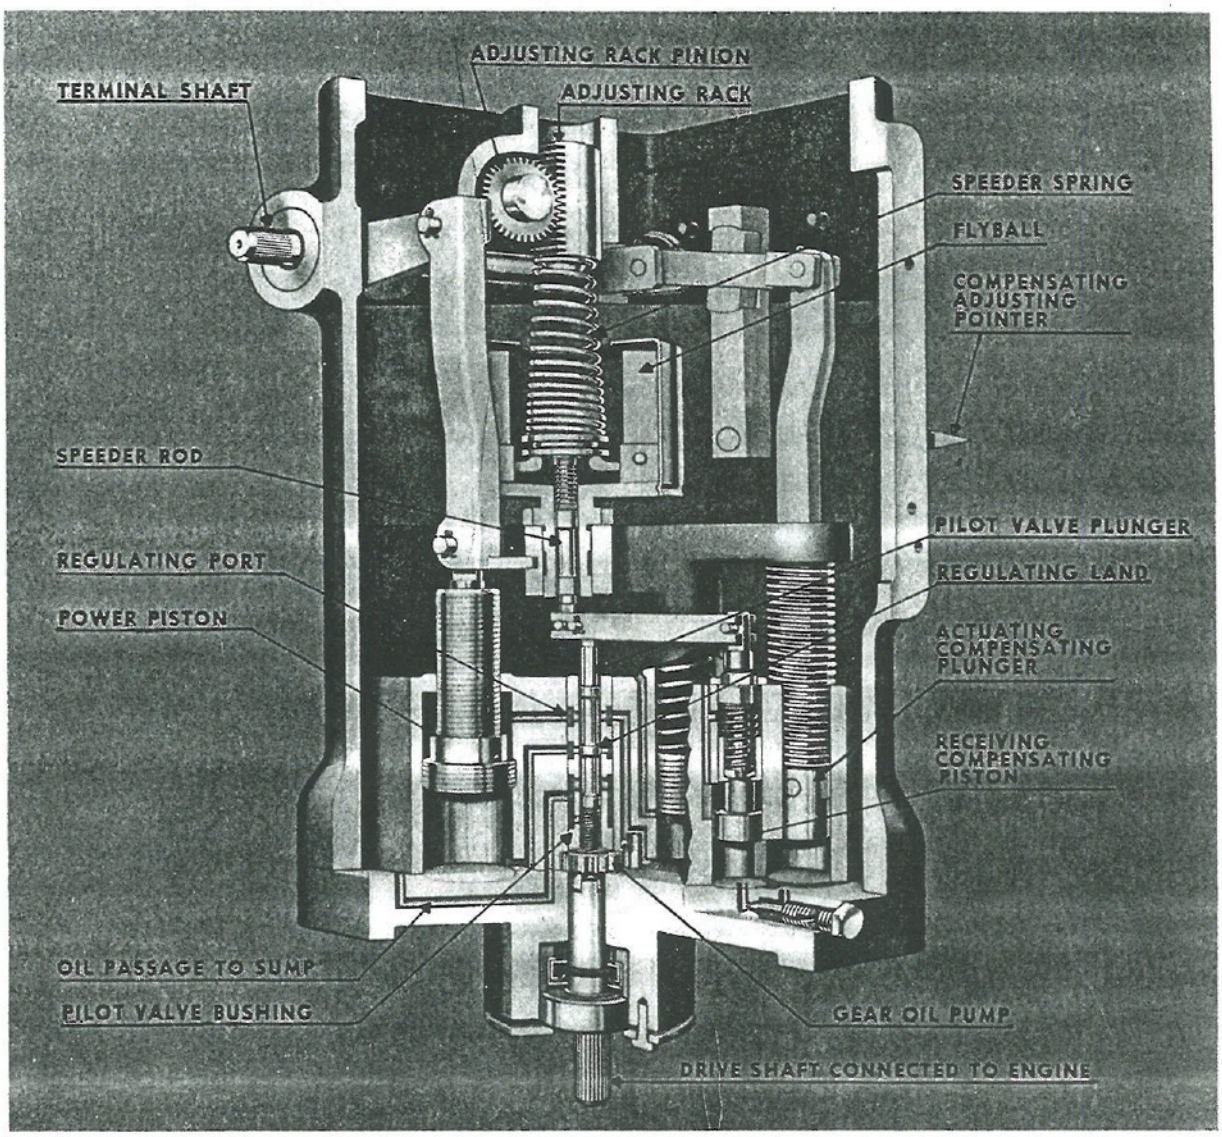

Fig. 45. Governor, Hydraulic, Operation at Normal Speed
56. THE HYDRAULIC GOVERNOR. The hydraulic governor is shown cut away in Fig. 45. As shown, the governor is equipped with a set of flyballs and springs, similar in principle to the mechanical governor explained in par. 54. In addition, it also contains four plungers which are operated by oil pressure. The governor contains its own gear type oil pump,
(1) The shaft of the adjusting rack pinion is connected to the shaft from the gear box as shown in Fig. 45. The ends of both shafts are ridged and connected by a ridged sleeve. The operator sets the throttle lever at the desired speed and the gears in this gear box rotate the adjusting rack pinion in the proper direction. The pinion, geared into the adjusting rack, then moves this unit either up or down, decreasing or increasing the tension of the speeder spring.
(2) The ridged terminal shaft extending from the side of the governor is connected to the control linkage moving the fuel control shaft which determines the injection settings of the fuel injection pumps.
(3) The ridged drive shaft at the bottom of
57. OPERATION OF THE GOVERNOR. a. In Fig. 45 the governor is shown when the engine is running at normal speed under steady load. The flyballs, speeder rod, pilot valve plunger, and receiving compensating piston are in normal positions. Notice that the regulating port in the pilot valve bushing is covered by the land, or flange, on the pilot valve plunger. The oil pump is always in operation, but the oil is either escaping into the sump through a passage or going into the power cylinder above the power piston to maintain a steady pressure on the top of the power piston. The power piston is held stationary, however, due to the